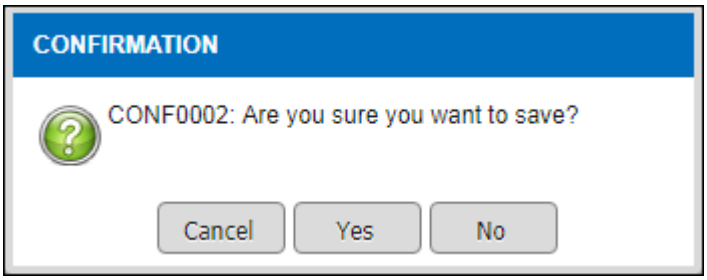

Figure 3.1-5 Save Record Alert Message
- *Alert message will be displayed as per Figure 3.1-5 & Figure 3.1-6 after clicking on* *button*